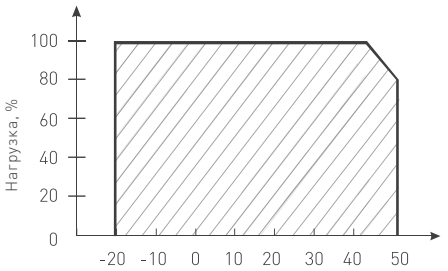

Рис. 2. Максимальная допустимая нагрузка, % от мощности источника
- температура окружающего воздуха от –20 до +50 °С, см. график зависимости максимальной допустимой нагрузки на источник питания от температуры окружающий среды на рис. 2;
4.4. Не нагружайте источник питания более чем на 80% от его максимальной мощности. Учитывайте, что с повышением температуры окружающей среды максимальная мощность источника питания снижается, см. график зависимости максимальной допустимой нагрузки на источник питания от температуры окружающий среды на рис. 2.